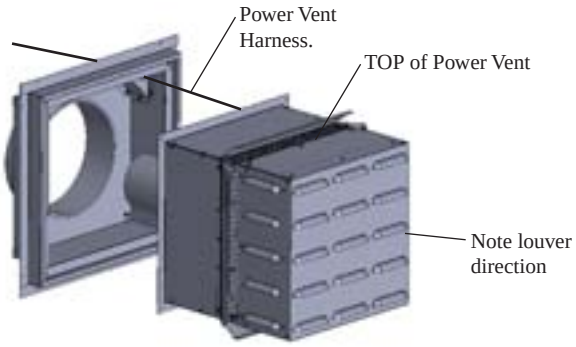

Figure 13f. Installation of Power vent harness.
Step 8: Install the Power Vent power harness. Hold the Power Vent in close proximity to the assembled Rough-in Kit. Plug in the Power Vent harness. See ***Figure 13f.***
Step 9: Install the Power Vent. Place the Power Vent into the rough-in frame, aligning the Power Vent into final position. Ensure the power harness is placed down in the rough-in frame when placing the Power Vent. Secure the Power Vent in place with the supplied hardware, 4 pieces. See ***Figure 13f.***